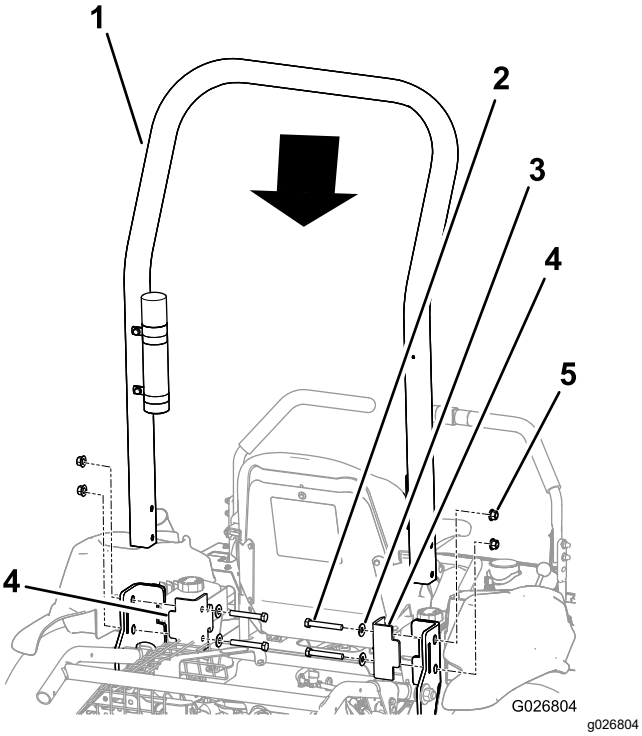

**Figuur 6**
2. Plaats de rolbeugel op de machine; zie Figuur 6.